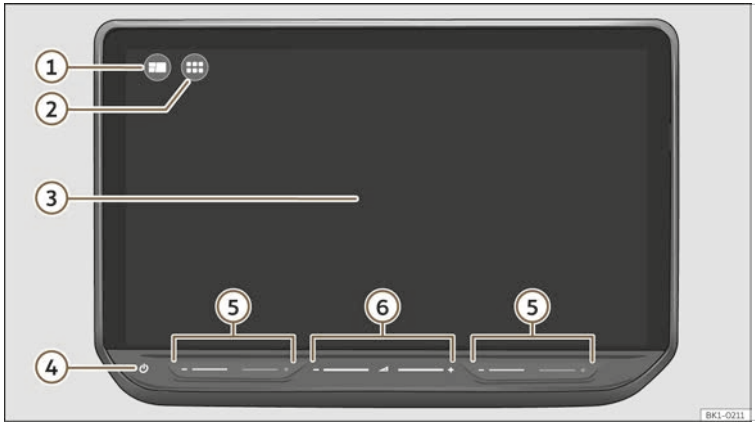

Fig. 178 Overview: control unit
>>> Fig. 178 ① view to quickly access your favourite or most frequently used functions.